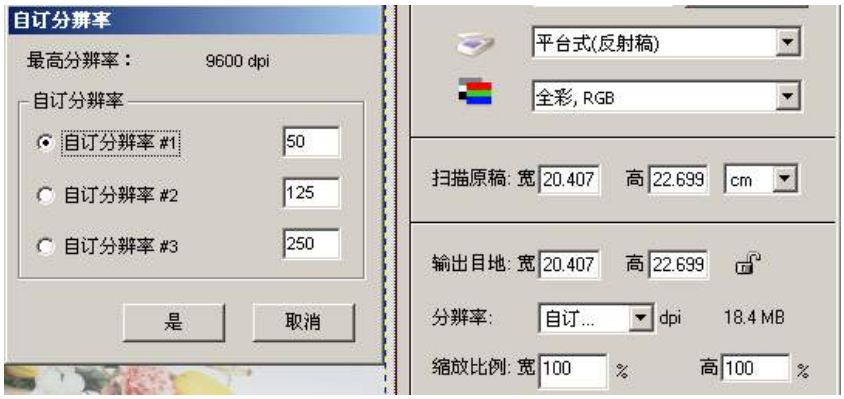

图 5.2
7. 按一下「预览」可在预览窗口内预览扫描进来的图像，接着请在「扫描至」下拉菜单中选择您希望的扫描目的地。如图 5.1，图 5.2 可设置扫描时的分辨率。按下扫描按钮，扫描的动作接着就开始进行了。
如图 5.2：